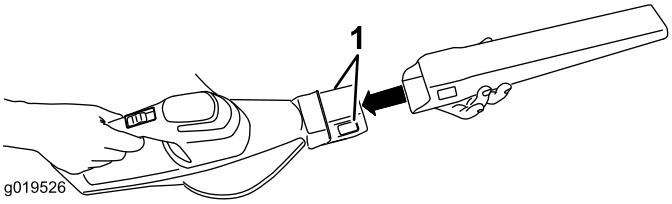

Figure 1
1. Slide the blower tube onto the sweeper. You may need to press down on the tabs for the blower tube to install properly (Figure 1).